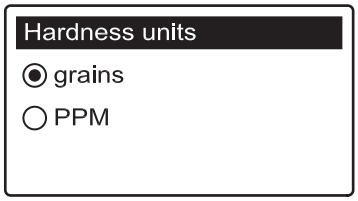

FIG. 41
5. Press the SELECT (○) button to display the Hardness units menu (See Figure 41).